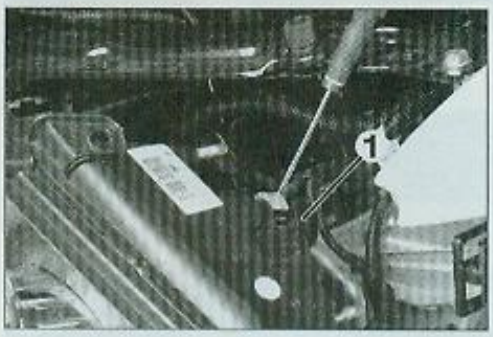

FIG. 4
- Débrancher le connecteur d'alimentation (1) du projecteur **(Fig.4)**.
- Déposer les vis de fixation supérieures (2) du projecteur.